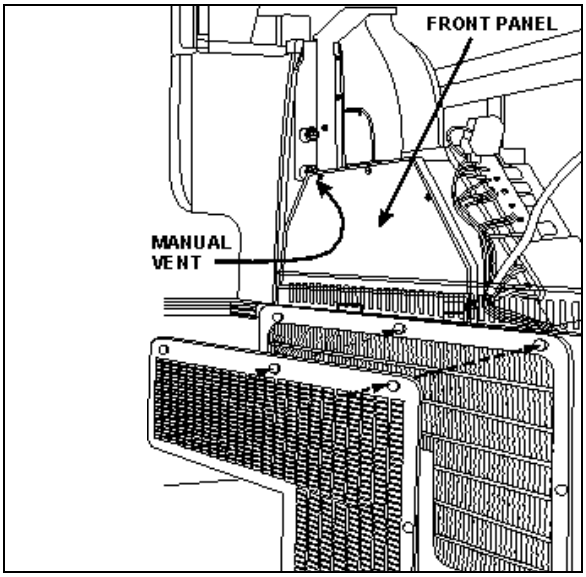
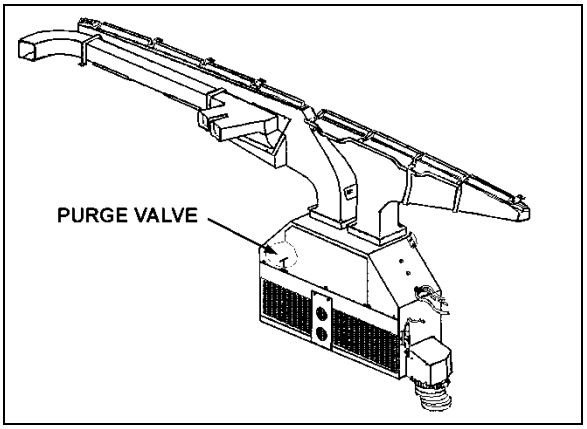
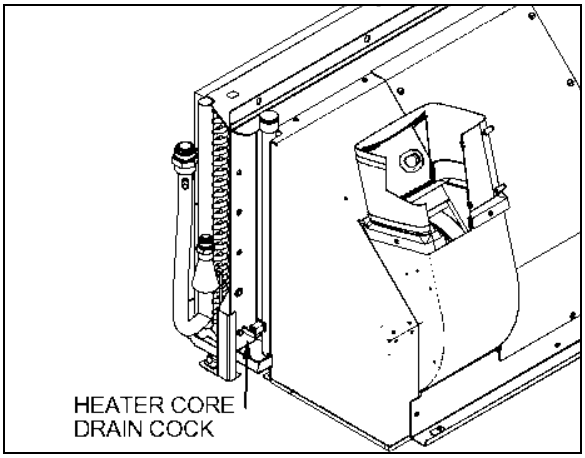

FIGURE 88: DRIVER'S HVAC/DEFROST UNIT
FIGURE 89: DRIVER UNIT AIR MIXING BOX 22171PV
**FIGURE 94: HEATER CORE DRAIN COCK LOCATION**
Fresh air is taken from behind the R.H. side headlights assembly (H3 series) or from a plenum underneath the front service compartment (X3 Series) and enters the mixing box through a ON/OFF damper. Return air is taken through the right console into the mixing box (Figure 89). Mixed air goes through cooling and heating coils, fans and discharge ducts.
4. From inside of vehicle, remove the two finishing panels in front of unit. Remove the three screws fixing the unit front panel. Open the purge valve located inside the driver unit (Figure 89). If present, open the manual vent located inside the HVAC unit, on the driver's side (Figure 88) to ensure an efficient draining.
4. Open drain cock in bottom of heater core (Figure 94) you can unfasten a hose connection on top of heater core in order to allow air to enter while draining. The main heater core drain cock is located in the evaporator compartment. To access the valve, open baggage compartment door located in front of the evaporator compartment (L.H. side). Open the evaporator compartment access panel.
Whenever the heating system has been drained and refilled, or the system has run low on coolant and coolant has been added, it is necessary to bleed air from heating system. Locate the purge valve illustrated in Figure 89 & Figure 94, and open them momentarily until no air escapes from the lines. If present, open the manual vent located inside the HVAC unit, on the driver's side (Figure 88).